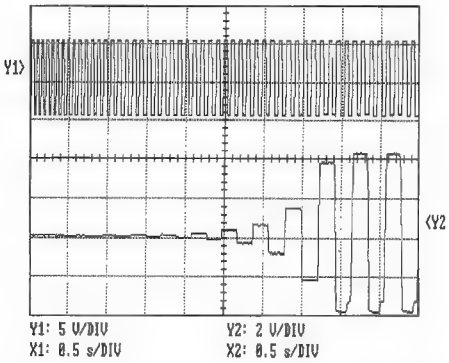

Bild 7: Oszillogramme zu Bild 3. Y1 Eingangsspannung an E; Y2 Verlauf der Spannung an A bei Unterschreiten von f_e = 13 Hz
Im Bereich von $1/2\ t_{int} < f_e < 1/t_{int}$ reagiert der η/U-Umsetzer mit einer gedämpften Schwingung am Ausgang A. Unterhalb von $f_e < 1/2\ t_{int}$ wird, wie auch Bild 7 anschaulich demonstriert, die Anordnung instabil. Bei dem Erprobungsaufbau war das bei einer Frequenz der rechteckförmigen Eingangsspannung von f_e < 13 Hz der Fall. Ein Meßwert, der gut mit der aus Gl. (6) mit $I_{STN1.1}$ = 87,5 µA und U_T = 25,7 mV abzuleitenden Frequenz von f_{emin} = 13,9 Hz übereinstimmt. Unabhängig von der Frequenz der Rechteckspannung am Eingang beträgt die Zeitkonstante für ein monotones Einschwingen der Ausgangsspannung $t_w = 2\ t_{int}$.